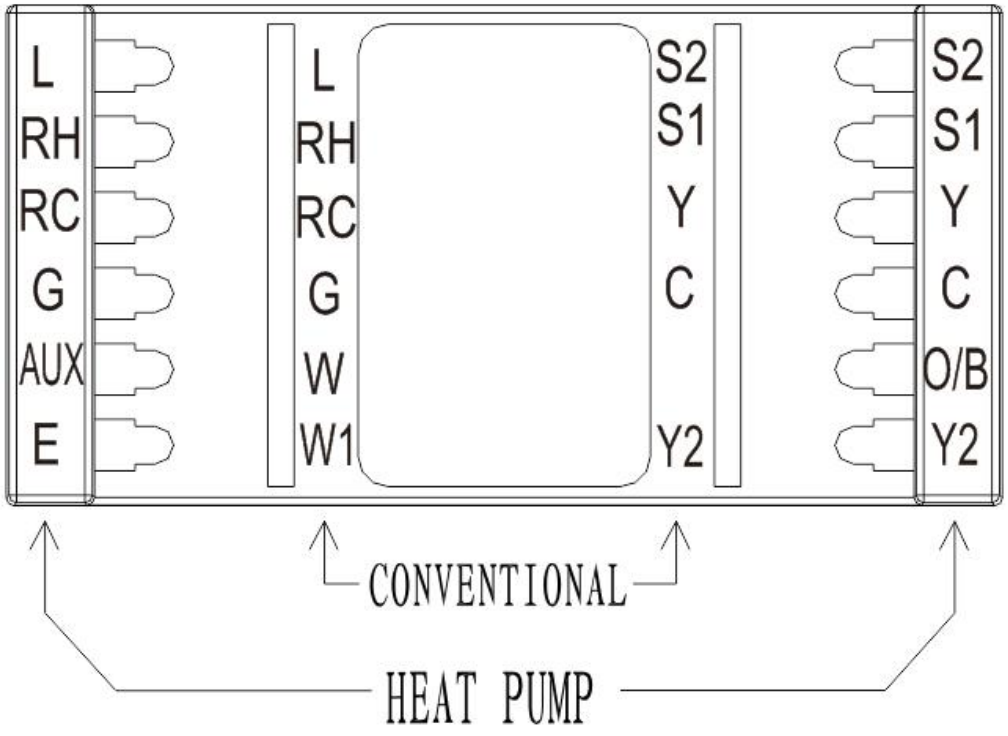

Figure 5
5. Connect wires to terminal block on base using appropriate wiring schematic (See Figure 5、Figure 6)